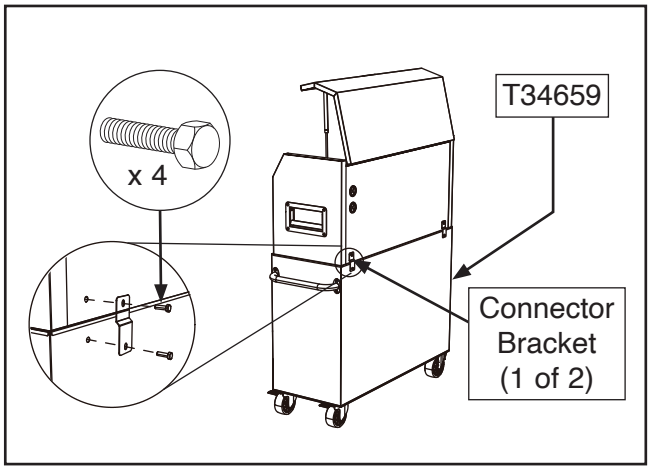

Figure 7. Model T34659 attached with connector brackets.
3. Attach (2) connector brackets to back side of cabinet/chest with (4) M6-1 x 20 hex bolts (see **Figure 7**).